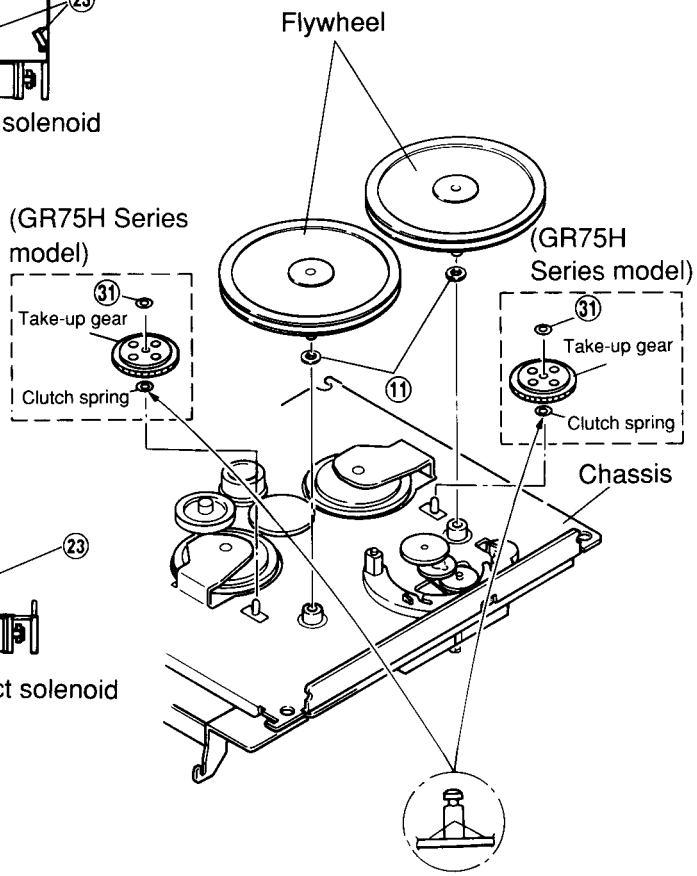

Figure 12
(1) After removing the belt, pull out the two flywheels. Take care not to loose the polyslider washer ⑪ located between the flywheel and the chassis. (Refer to Figure 12.)
(2) Fix the polyslider washer to the new flywheel and mount the flywheel to the chassis.
After removing the Flywheel, remove M1.2 lock washer ㉛ and remove the gear by pulling it up from the stud of the chassis as shown in figure 12. [For GR75H Series model]